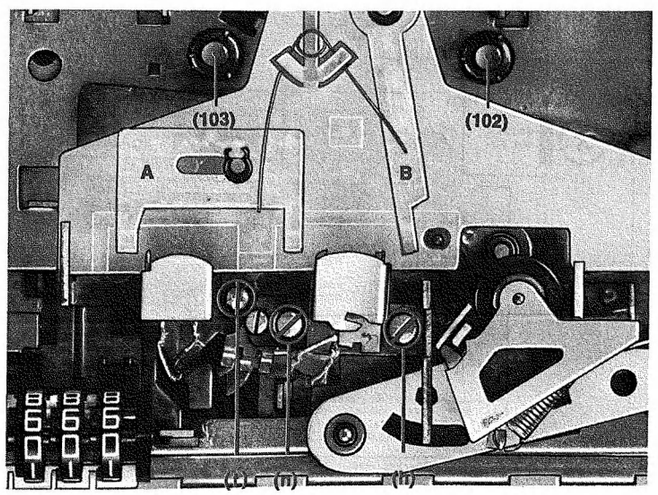

Bild 9
4. Einstellen der Kopfhöhe und der Eintauchtiefe mit der Lehre 34000-034 [Bild 9]
12. Kupplung (102 Vorlauf) überprüfen bzw. wechseln [Bild 9, 11 u. 12]